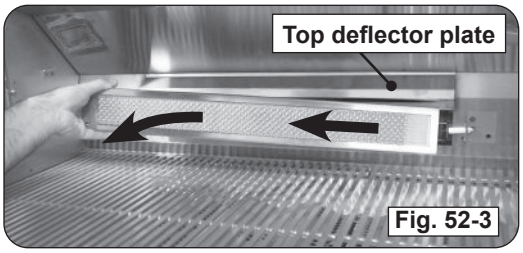

Fig. 52-3
5. Remove the backburner by lifting the left side outward and to the left. See Fig. 52-3.
Note: The top deflector plate may become loose when removing the backburner. Ensure the deflector is properly in place when reinstalling the backburner (See Fig. 52-3).